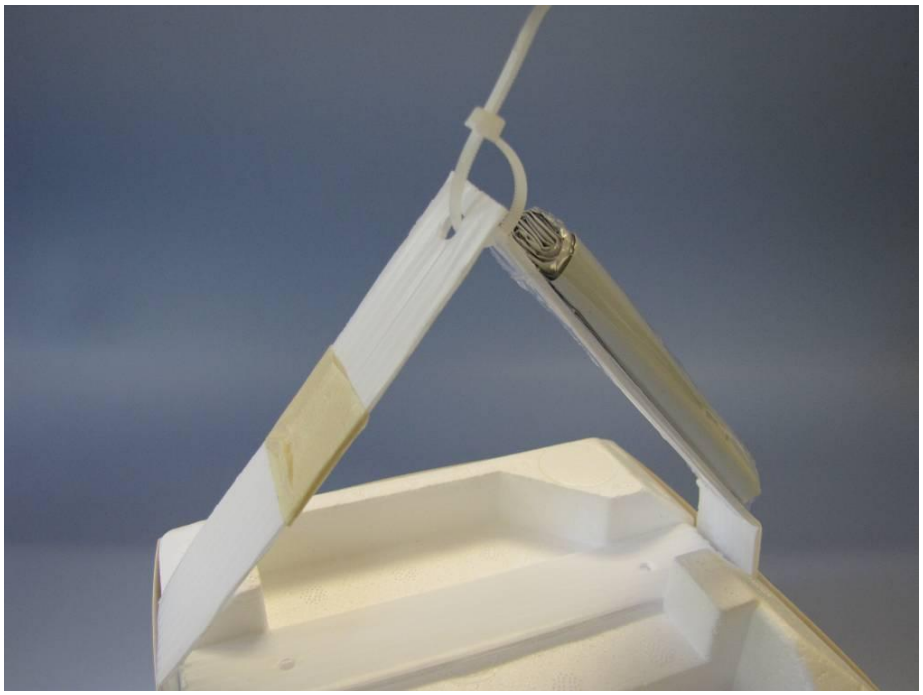

Figure 8 – Preparing the lifting arms
5.3 Use the supplied cable tie to connect the corroplast lifting arms. Leave a loop so the string from the balloon train can be attached. See figure 8.